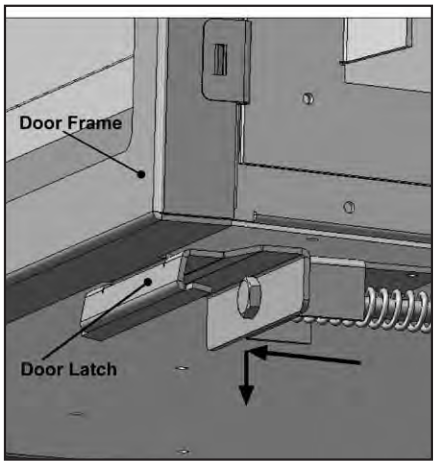

Figure 47: Door Latch Locations.
3) Pull the Door Frame at the bottom forward about 2" (5cm), then lift the Door Frame upwards to clear the Upper Door Hooks. Refer to Figures 47 & 48.